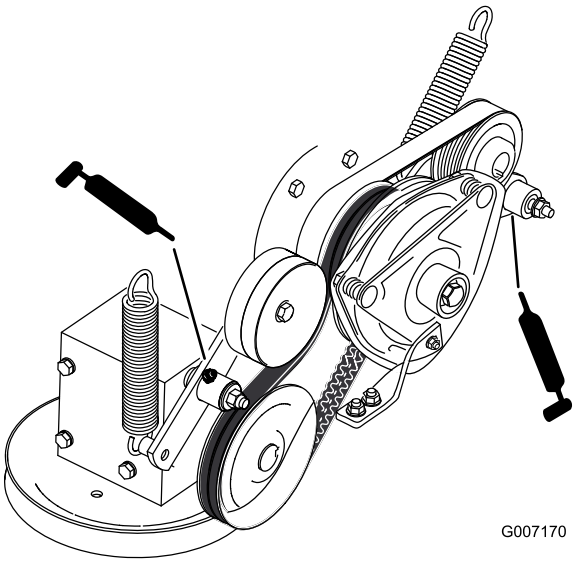

Figuur 34
8. Smeer de arm van de spanpoelie van de aandrijfriem van de aftakas (Figuur 34).
9. Smeer de arm van de riemspanpoelie van de pomp (Figuur 34).